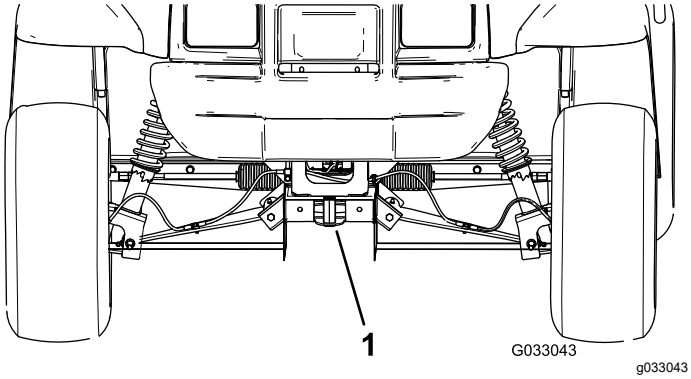

Figura 19
- El punto de elevación de la parte delantera de la máquina se encuentra en la parte delantera del bastidor, detrás del punto de remolque (Figura 19).